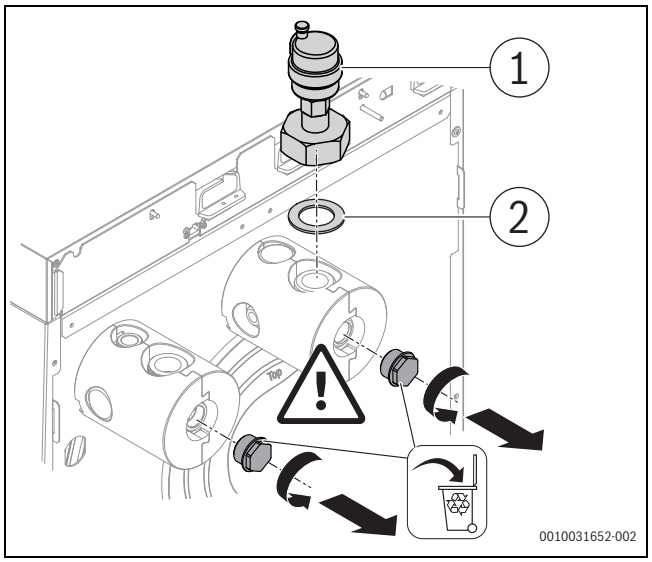

Afb. 4 Montage automatische ontluchter
- Automatische ontluchter in het warmtepompcircuit (geïnstalleerd op de retouraansluiting van de cv-ketel, → afb. 4)